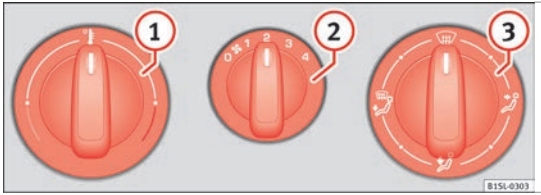
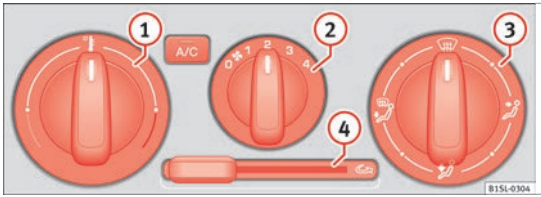

Fig. 76 In the centre console: Heating and ventilation system rotary control
Fig. 77 In the centre console: Air conditioning system controls
Control button	Additional information. Heating and ventilation system ››› Fig. 76 and air conditioning system ››› Fig. 77.
- Set the fan ››› Fig. 76 2 to setting 1 or 2.
- Turn the temperature control ››› Fig. 76 1 to the centre position.
- Turn the air distribution control ››› Fig. 76 3 to the required position.
Switching on: Move the sliding control ››› **Fig. 77** (4) to the right to maximum.
Switching off: Move the sliding control ››› **Fig. 77** (4) to the left to maximum.